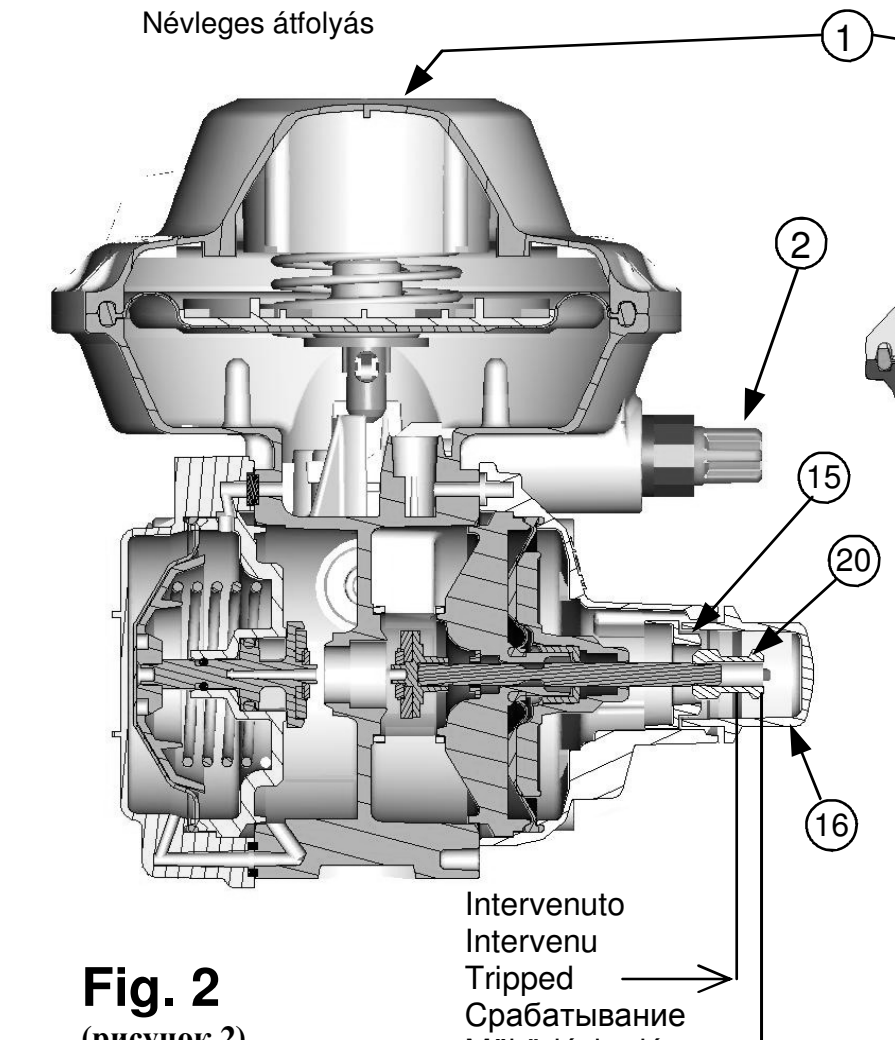

Fig. 2
(рисунок 2)
3. MESSA IN SERVIZIO (FIG. 2) Aprire lentamente la valvola di intercettazione posta a monte del regolatore ed assicurarsi della presenza di gas in linea.Togliere il tappo di pos. 16.Tirare lentamente il pomello di pos. 20; si incontrerà una resistenza a tale operazione tanto maggiore quanto più sarà elevata la pressione a monte del riduttore. Questa operazione deve essere eseguita con le dita avendo cura di evitare in modo assoluto di ruotare su sè stesso lo stelo in questione. La corsa dei pomello è di circa 10 mm. e rimarrà in tale posizione se il riarmo è avvenuto. Premere il pulsante pos. 2 per il riarmo del 2° stadio. Per evitare che il colpo di pressione faccia scattare il dispositivo di blocco, è consigliabile mantenere una leggera fuga a valle. (O aprire la presa di pressione se presente) Assicurato l'esito favorevole della messa in esercizio rimettere il tappo di pos. 16.
4.REGOLAZIONI Tutti i regolatori sono tarati per pressioni di erogazione e di intervento del blocco per massima pressione ai valori richiesti dal Cliente direttamente in stabilimento; i valori di taratura sono indicati sulla targhetta. Si possono effettuare variazioni di taratura ±10% del valore riportato sulla targhetta. Per aumentare o diminuire la pressione di esercizio togliere il tappo pos.1 e con una normale chiave a tubo da 27 mm, ruotare la ghiera pos. 3 in senso orario per aumentare la pressione e antiorario per diminuirla. Quando si aumenta la pressione di esercizio bisogna aumentare anche la taratura di intervento dei dispositivo di blocco per massima pressione. Per eseguire tale operazione togliere il tappo pos. 16 e con una normale chiave a tubo da 13 mm ruotare la ghiera (pos. 15) in senso orario per aumentare la pressione di intervento e in senso antiorario per diminuirla.
3. START UP (ref. fig. 2)
- Slowly open the on/off valve upstream of the regulator and ensure that gas is in the line. Remove the transparent plug pos. 16. Slowly pull the knob, pos. 20; the inlet pressure level is creating resistance to this operation. Higher inlet pressure generates higher resistance. Direction of pulling should be in the axis of the knob. Do not bend the stem at that operation. The stroke of the knob is about 10 mm and the knob will remain in position if the rearming is ok. Press the button, pos. 2, to rearm the second stage. To avoid an increase of the downstream pressure up to the slam-shut tripping, the creation of a small leak downstream is recommended. (open test plug if available). Fit the transparent plug, pos. 16. after sucessful start up.
3. MISE EN SERVICE (REF. FIG. 2) Ouvrir lentement la soupape d'arrêt placée en amont du régulateur et s'assurer de la prèsence du gaz en ligne. Enlever le bouchon pos. 16. Tirer lentement la poignée de pos. 20; on trouvera une plus grande rèsistance à cette opération, en relation avec une plus haute pression en amont du régulateur. Cette opération doit être réalisée avec les doit, en faisant attention à eviter d'une manière totale de tourner sur lui-même l'arbre concerné. La course de la poignée est d'apx. 10 mm et elle reste en cette position si le re-enelenchement a eu lieu. Presser le bouton pos. 2 pour le re-enclenchement du 2ème étage. Pour éviter que le coup de pression enclenche le dispositif de bloc, on conseille de maintenir une ligère fuite en aval. (Ou ouvrir le prise de pression si présent). Une fois assuré le resultat favorable de la mise en exercice, il faut remettre le bouchon pos. 16.